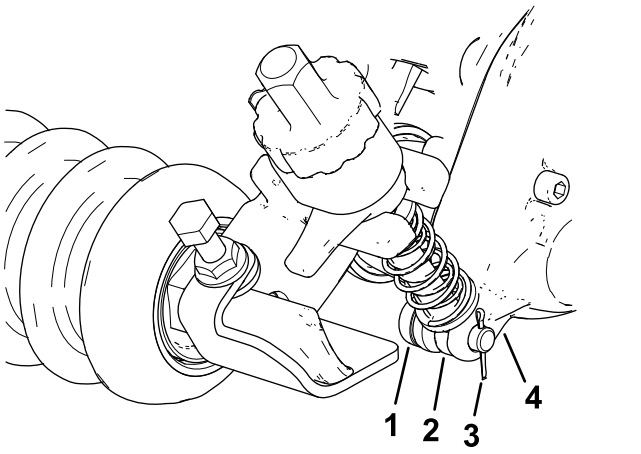

Figuur 11
2. Schuif aan de linkerzijde de stang van de stelarm van de maaihoogtebeugel in de tussenruimte op de aandrijfkast van de groomer; bevestig met een stelpen en borgpen; zie Figuur 11.